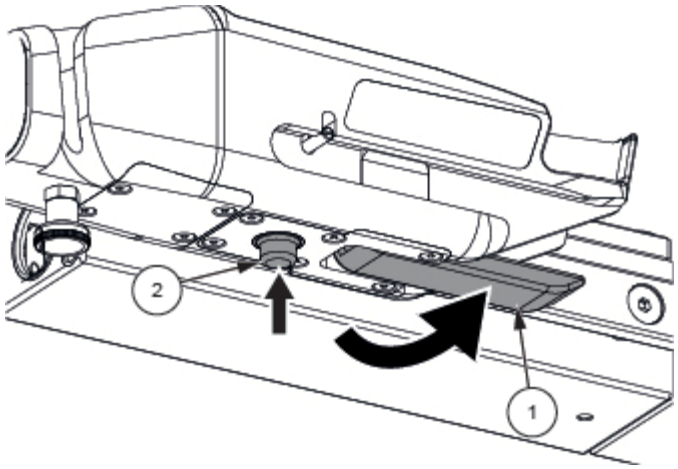

Figure 6-2. Lock the Motorized Transfer Handle
3. Lock the clamping lever (1). See *Figure 6-2*.
1. Lower the locking lever (1), keep the rail lock (2) pressed and pull outward on the motorized transfer handle. See *Figure 6-2*.